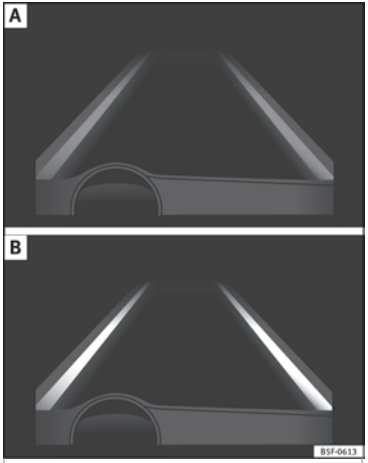

Fig. 191 On the instrument panel display: Indication on the Lane Assist system display (example 1).
– The system is active, but not available, either because the minimum speed has not been reached or because the lane lines are not recognised ››› **Fig. 191 A**.
– The system is active and available, both lane lines are recognised. The steering angle is not being corrected at this moment ››› **Fig. 191 B**.